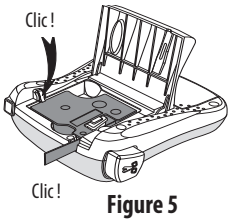

Figure 5
3. Appuyez fermement jusqu'à ce que vous entendiez un clic vous signalant que la cassette est en place. Voir figure 5.